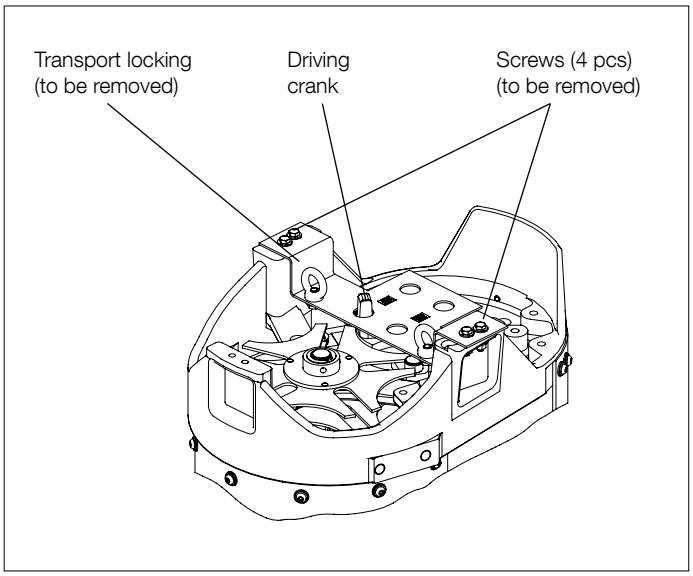

Fig. 8. Tap selector size C, top view.
3. Remove the transport locking and the lifting eyes with fasteners from the top section of the tap selector; see Fig. 8.